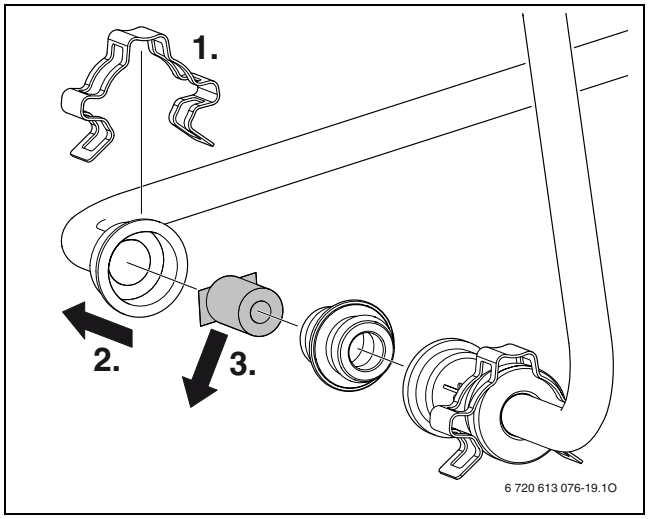

Bild 34
- Kaltwasserrohr (→ Bild 3, [24], Seite 8) lösen und Sieb auf Verschmutzung prüfen (→ Bild 34).